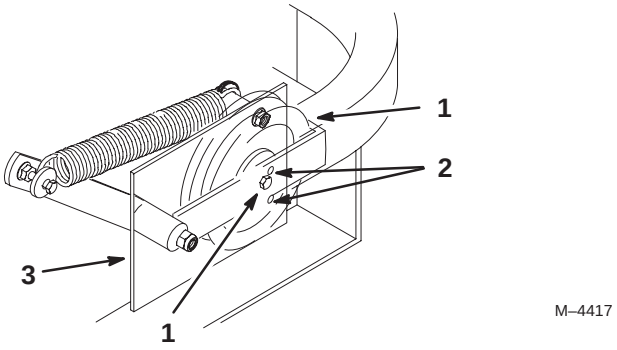

Figure 68
Important Check and make sure the belt is installed into both the front and rear belt guides (Fig 68).
4. Check the belt tension. The spring loaded idler center bolt needs to be near the top alignment hole in left support plate (Fig 68).